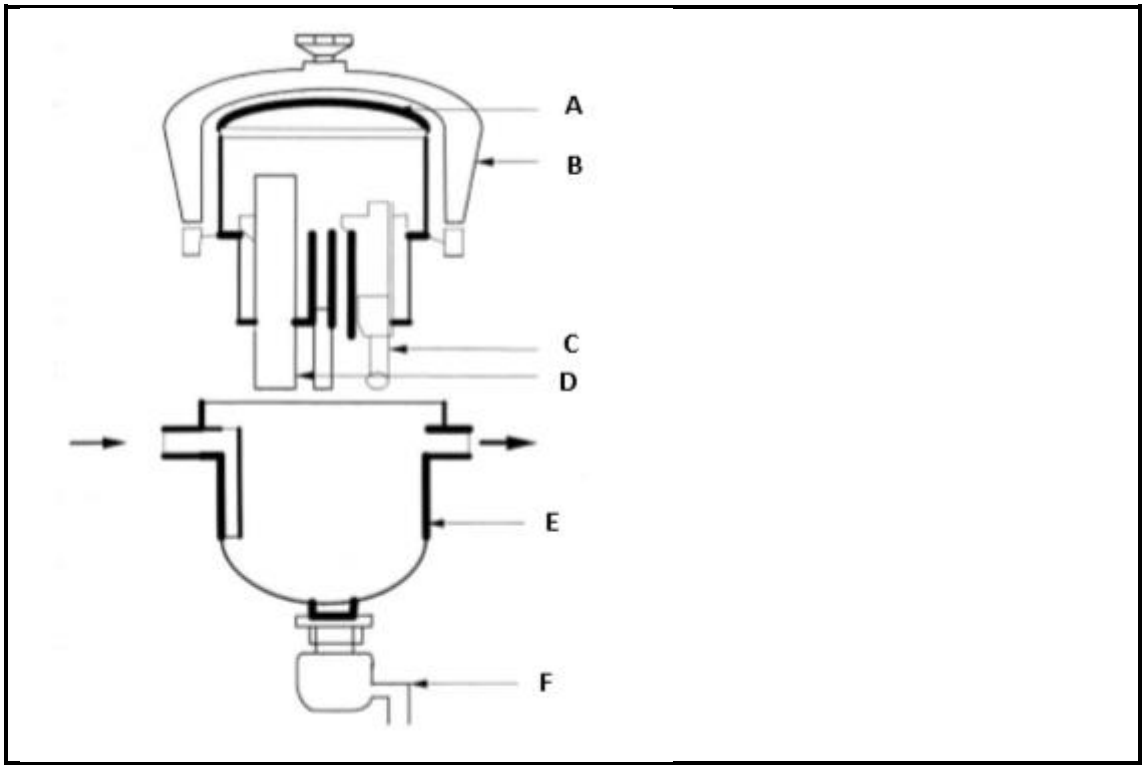

FIGUUR 1
4.1 Bestudeer FIGUUR 1 hier onder en beantwoord die vrae wat volg.
4.1.1 Benoem die komponente, A tot F, in FIGUUR 1. (6)
4.1.2 Watter tipe elektrodestelsel is in FIGUUR 1 hier bo getoon? (2)